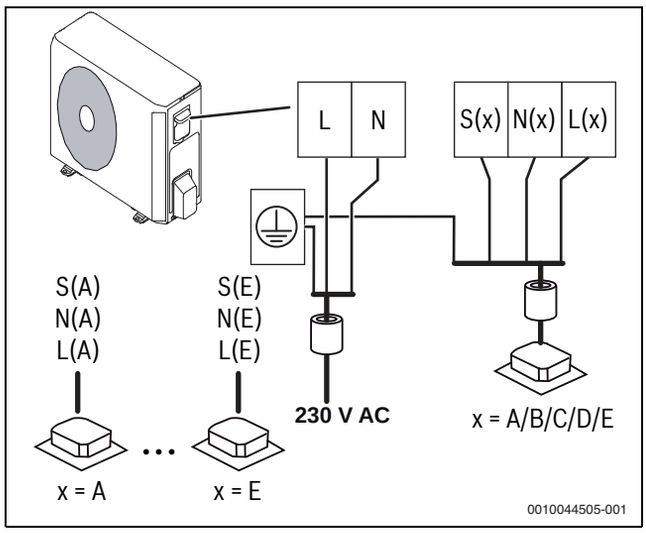

Bild 17 Außeneinheit anschließen
- Die Kommunikations-Kabel an der Zugentlastung sichern und an den Klemmen L(x), N(x), S(x) und ⏚ anschließen (Zuordnung der Adern zu den Anschlussklemmen wie bei der Inneneinheit) (→ Bild 17).